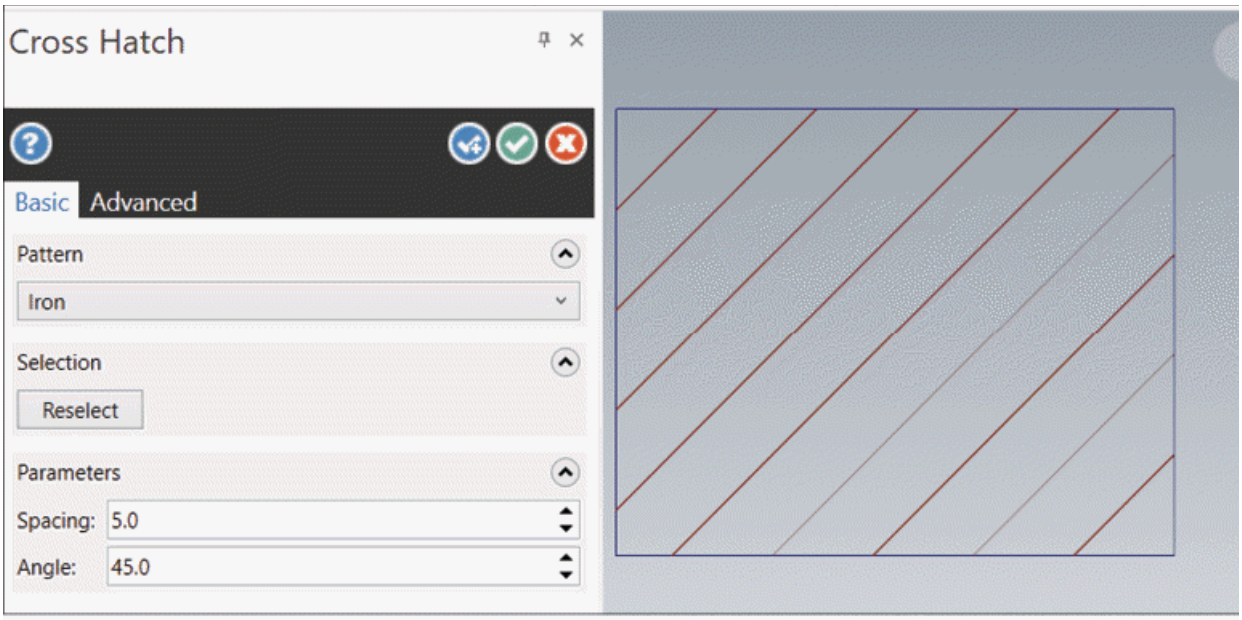

Figure-30. Preview of cross hatch
- Select the wireframe entities forming a closed region and click on the **OK** button from the **Wireframe Chaining** selection box. Preview of cross hatching will be displayed; refer to Figure-30.